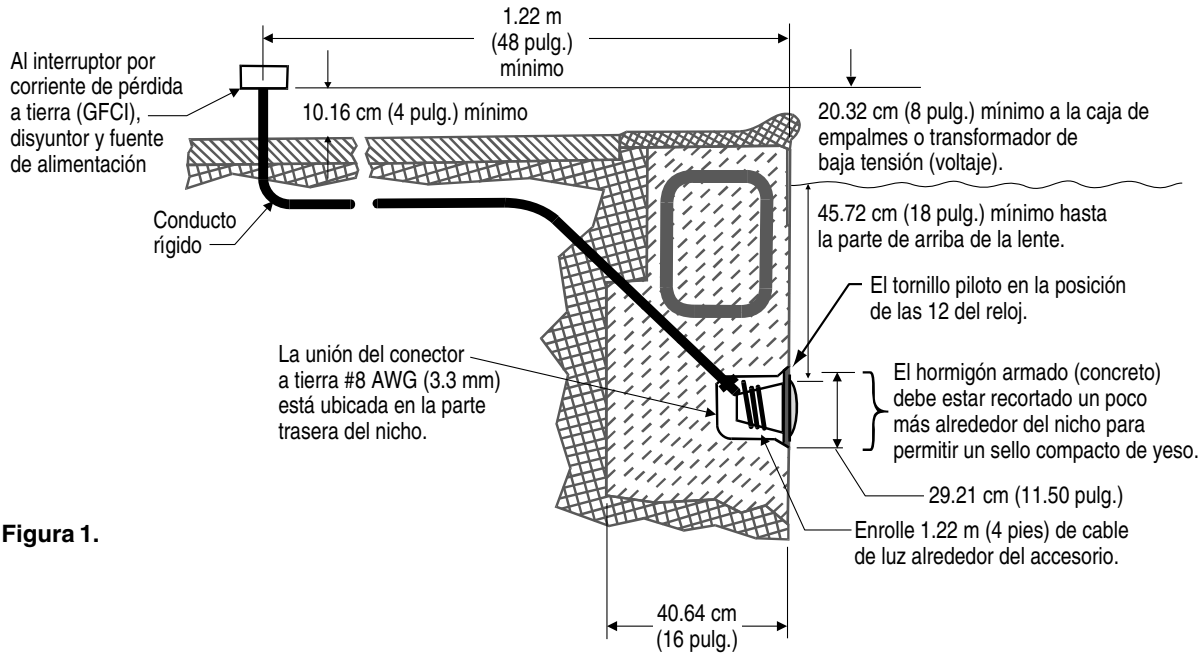

Figura 1.
BANTES DE COMENZAR: Los siguientes pasos (1-6) describen las tareas que deben ser completadas por el electricista antes de que la lámpara IntelliBrite™ sea instalada. Consulte la Figura 1 del diagrama.
- La caja de empalme (o el transformador de bajo voltaje en el caso de los modelos de 12 voltios) debe estar ubicada a un mínimo de 20.32 cm (8 pulg.) por encima del nivel del agua y al menos a 1.22 m (48 pulg.) del borde de la piscina; consulte la Figura 1.
- El nicho en húmedo debe estar correctamente instalado de manera que el borde superior del lente de la lámpara submarina se encuentre a un mínimo de 45.72 cm (18 pulg.) por debajo de la superficie del agua de la piscina; consulte la Figura 1. (No más de 50.80 cm (20 pulg.) de profundidad en Canadá.)
- El nicho en húmedo debe tener una conexión eléctrica apropiada y con conexión a tierra a través del conector a tierra Nº. 8 AWG ubicado en la parte posterior del nicho; consulte la Figura 1.
1. Alimente el cable a través del conducto hasta la caja de empalme, dejando por lo menos un tramo de 1.22 m (4 pies) en la lámpara para enrollarlo a su alrededor; consulte la Figura 1. Esto permite efectuar el mantenimiento de la lámpara después de que la piscina esté llena de agua.
- La caja de empalme (**o el transformador de bajo voltaje en el caso de modelos de 12 voltios**) debe estar ubicada a un mínimo de 20.32 cm (8 pulg.) por encima del nivel del agua y al menos a 1.22 m (48 pulg.) del borde de la piscina; consulte la Figura 1.
- El nicho en húmedo debe estar correctamente instalado de manera que el borde superior del lente de la lámpara submarina se encuentre a un mínimo de 45.72 cm (18 pulg.) por debajo de la superficie del agua de la piscina; consulte la Figura 1.
5. Deje por lo menos un tramo de 1.22 m (4 pies) de cable para enrollarlo alrededor de la lámpara; consulte la Figura 1 en la página 2. Esto permite efectuar el mantenimiento de la lámpara después de que la piscina esté llena de agua.
7. Quite unos 15.24 cm (6 pulg.) de la cubierta exterior del cable para poner a la vista los tres alambres aislados. Tenga cuidado de no dañar el aislamiento de los tres (3) cables internos.
8. Conecte los tres (3) cables a los correspondientes cables de circuito en la caja de empalme (el cable negro al cable de alimentación, el cable blanco al cable común y el cable verde al cable de toma a tierra) y colóquele la tapa a la caja de empalme.